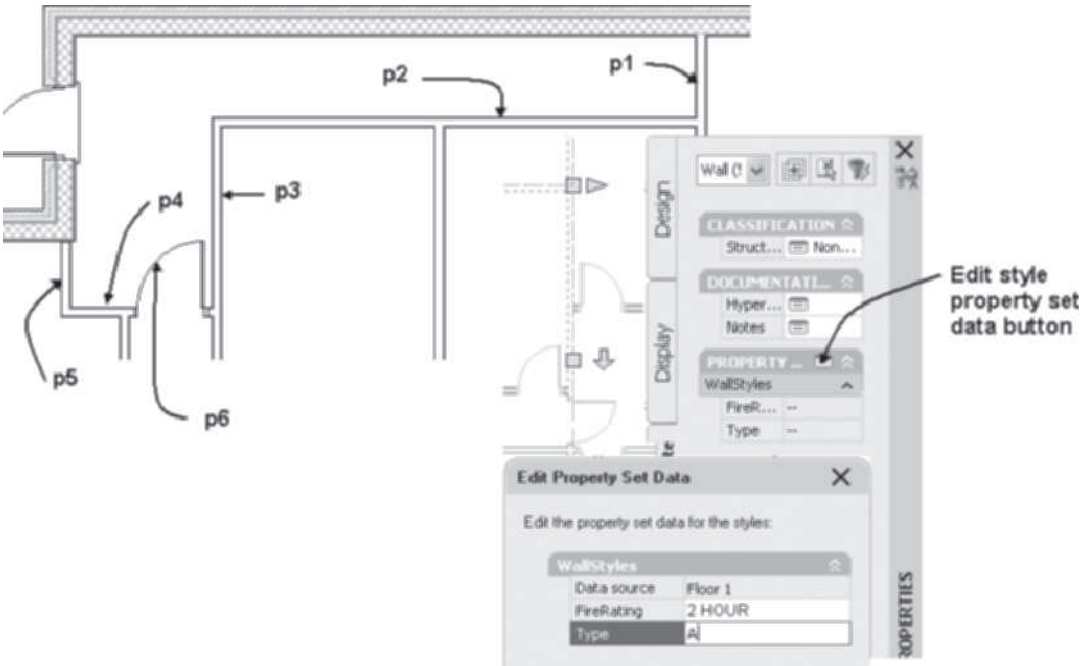

FIGURE 11.104 *Wall selection and edit for a theme table*
6. Select the **Stud 4 GWB-0.625 2 Layers Each Side [Stud-102 GWB-018 2 Layers Each Side]** tool of the **Walls** palette, right-click, and choose **Apply tool Properties to > Wall**. Select the walls at **p1**, **p2**, **p3**, **p4**, and **p5** as shown in Figure 11.104. Press ENTER to end the selection, but retain the selection for the next step.
7. Retain the selection of the walls and select the **Extended Data** tab of the Properties palette. Click the **Edit style property set data** button to open the **Edit Property Set Data** dialog box. Set Edit FireRating = **2 HOUR** and Type = **A** as shown in Figure 11.104. Click **OK** to dismiss the **Edit Property Set Data** dialog box. Press ESC to end the selection.
16. Select the door at **p6** as shown in Figure 11.104. Choose the **Extended Data** tab of the Properties palette. Edit FireRating = **2 HOUR**. Save and close the drawing.